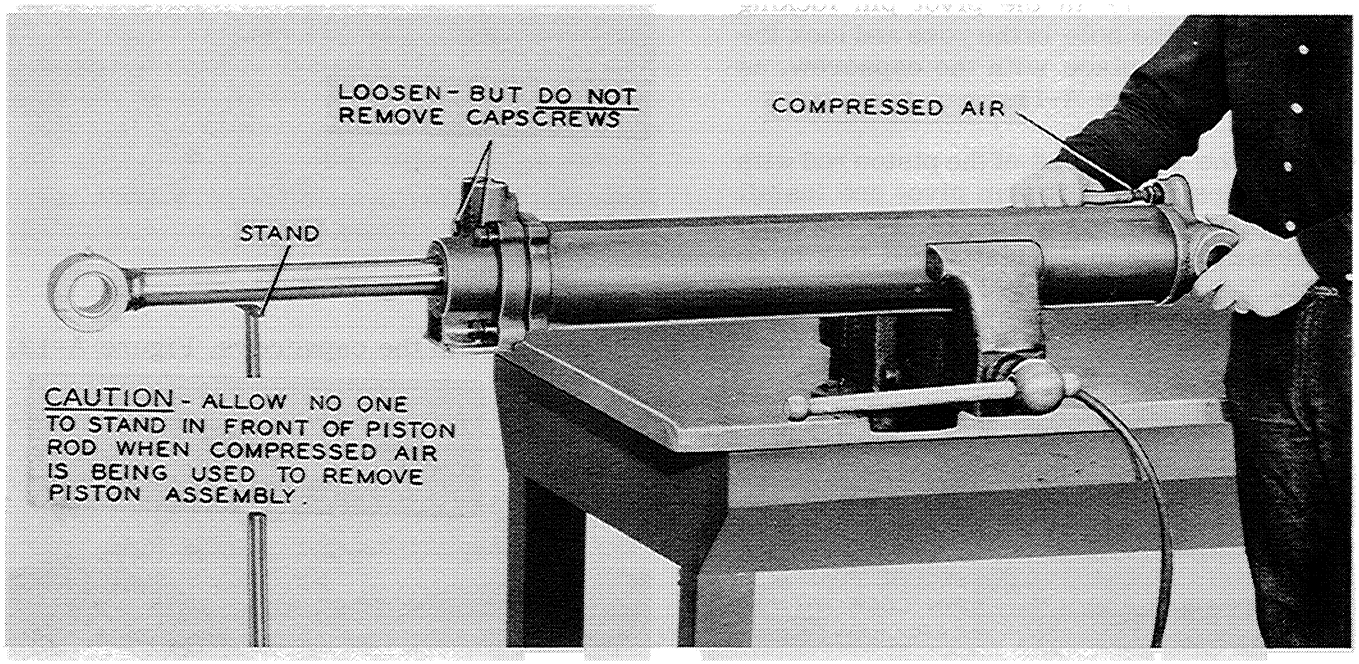

Figure A-14
2. Place the lift cylinder in a bench vise. Tighten the vise just enough to hold the cylinder and loosen the four cylinder head capscrews, Figure A-14.
3. Remove the cylinder port tube, Figure A-14.
4. Pull the piston rod out of the cylinder as far as possible. If the piston cannot be manually pulled to the end of the lift cylinder, it may be necessary to force the piston to the end of the lift cylinder with compressed air as shown in Figure A-14.
Due to the weight of the piston and piston rod the piston packings tend to bind as the piston is forced farther out of the cylinder. Place a stand similar to the one shown in Figure A-14 under the piston rod so the rod will pass out of the cylinder straight and the piston or piston packings will not bind. Allow no one to stand in front of the piston rod while compressed air is being used. Extreme air pressure is built up in the small space of the cylinder in a relatively short time, which will ram the piston forward with considerable force.